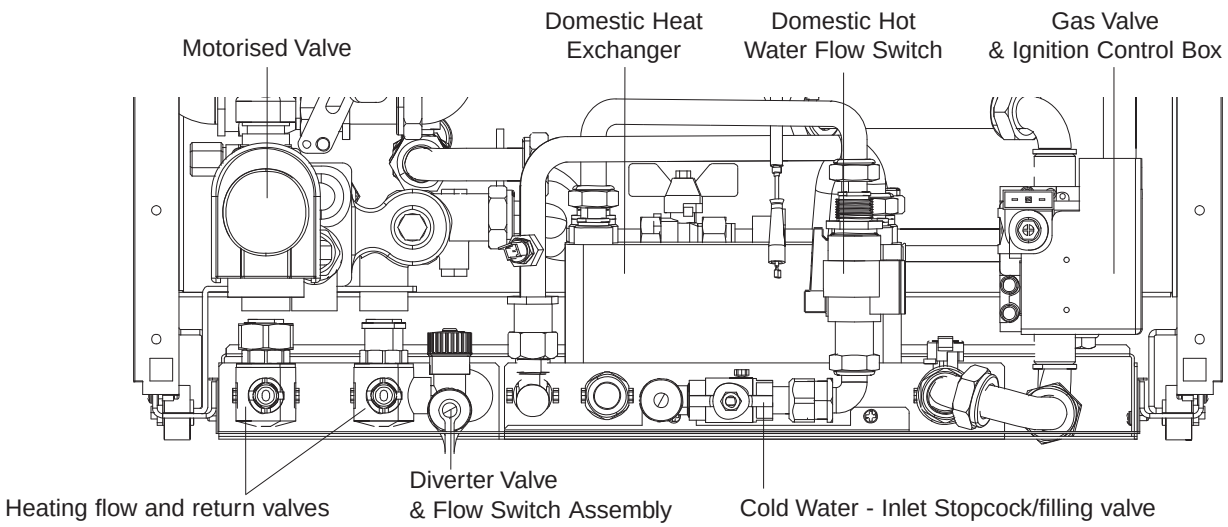

Fig. 36
8.15.3 Close heating flow and return valves (fig.36), by turning ˘ turn until indicating lines are horizontal. Pull lever on head of safety valve to drain primary circuit to boiler.
Refer to fig. 36
Refer to figs. 36 & 38
8.19.6 Close heating flow and return valves (fig. 36) by turning ˘ turn until indicating lines are horizontal. Pull lever on head of safety valve to drain primary circuit to boiler.
8.20.5 Close heating flow and return valves (fig. 36) by turning ˘ turn until indicating lines are horizontal. Pull lever on head of safety valve to drain primary circuit to boiler.
8.22.3 Close heating flow and return valves (fig. 36) by turning ˇ turn until indicating lines are horizontal. Pull lever on head of safety valve to drain primary circuit to boiler.